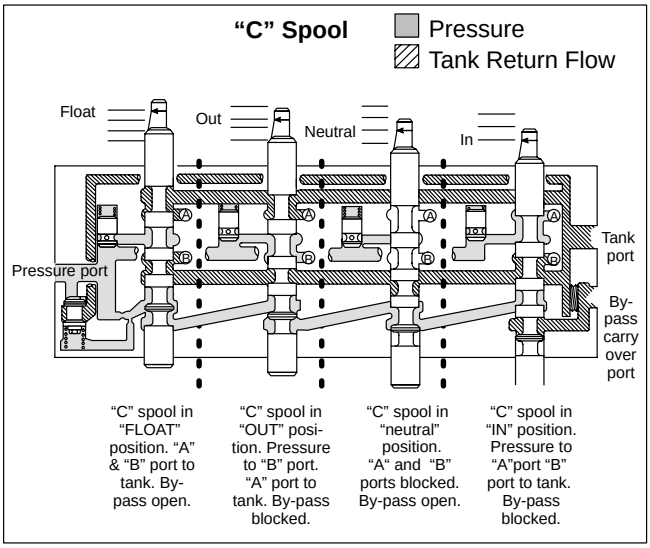

Figure 4.
b. **"C" Float Spools** - "C* spools are double acting with an additional float position. The spool is retained in the float position by a detent, and it is spring centered to neutral from the "in" and "out" positions. Both cylinder ports are open to the tank in the float position to permit free flow of oil in either direction. See Figure 4 for spool position versus flow.